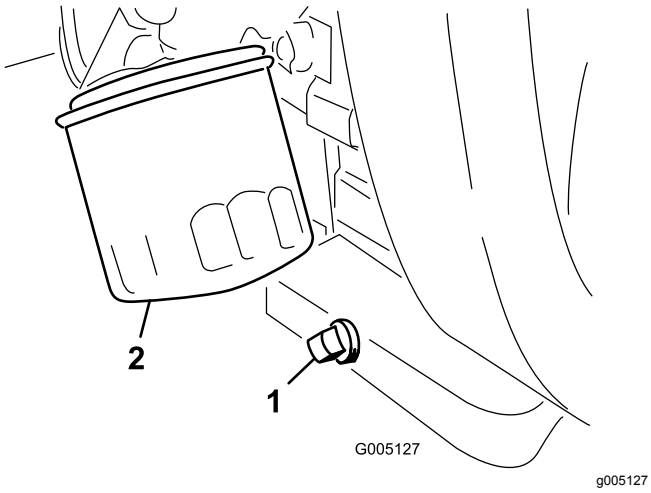

Figur 42
1. Ta bort avtappningspluggen (Figur 42) och låt oljan rinna ned i ett avtappningskärl.
2. Rengör gängorna på avtappningspluggen, stryk på PTFE-tätning och sätt tillbaka avtappningspluggen (Figur 42).
3. Avlägsna oljefiltret (Figur 42).